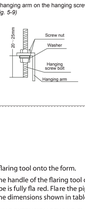

Fig.5-9
- Locate the hanging arm on the hanging screw bolt. *(Refer to Fig. 5-9)*